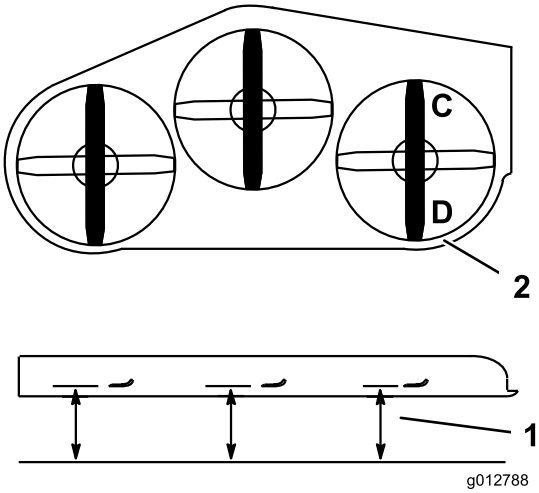

Figur 87
1. Plasser den høyre kniven på langs (Figur 87).
2. Mål den høyre kniven ved **C**-plasseringen, fra en jevn overflate til knivveggen på knivspissen, og noter denne målingen (Figur 87).
3. Mål den høyre kniven ved **C**-plasseringen, fra en jevn overflate til knivveggen på knivspissen, og noter denne målingen (Figur 87).
4. Kniven skal være 6–10 mm lavere ved posisjon **A** enn ved stilling **B** (Figur 87). Dersom defleksjonen ikke er korrekt, gå til følgende trinn.